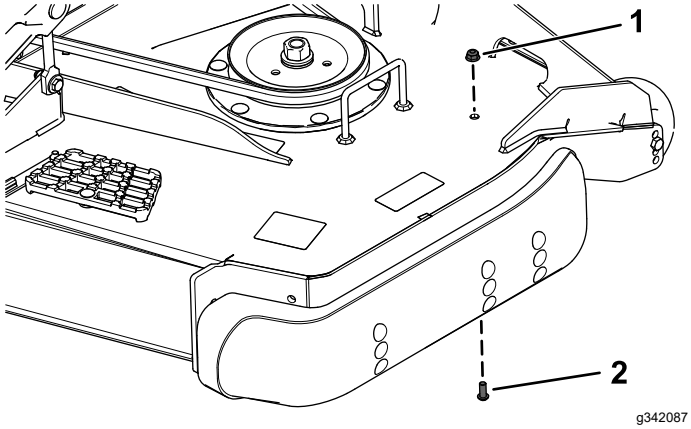

Figur 6
1. Ta bort skruven med runt huvud (5/16 x ¾ tum) och flänsmuttern (5/16 tum) från den vänstra sidan av klippdäcket (Figur 6).